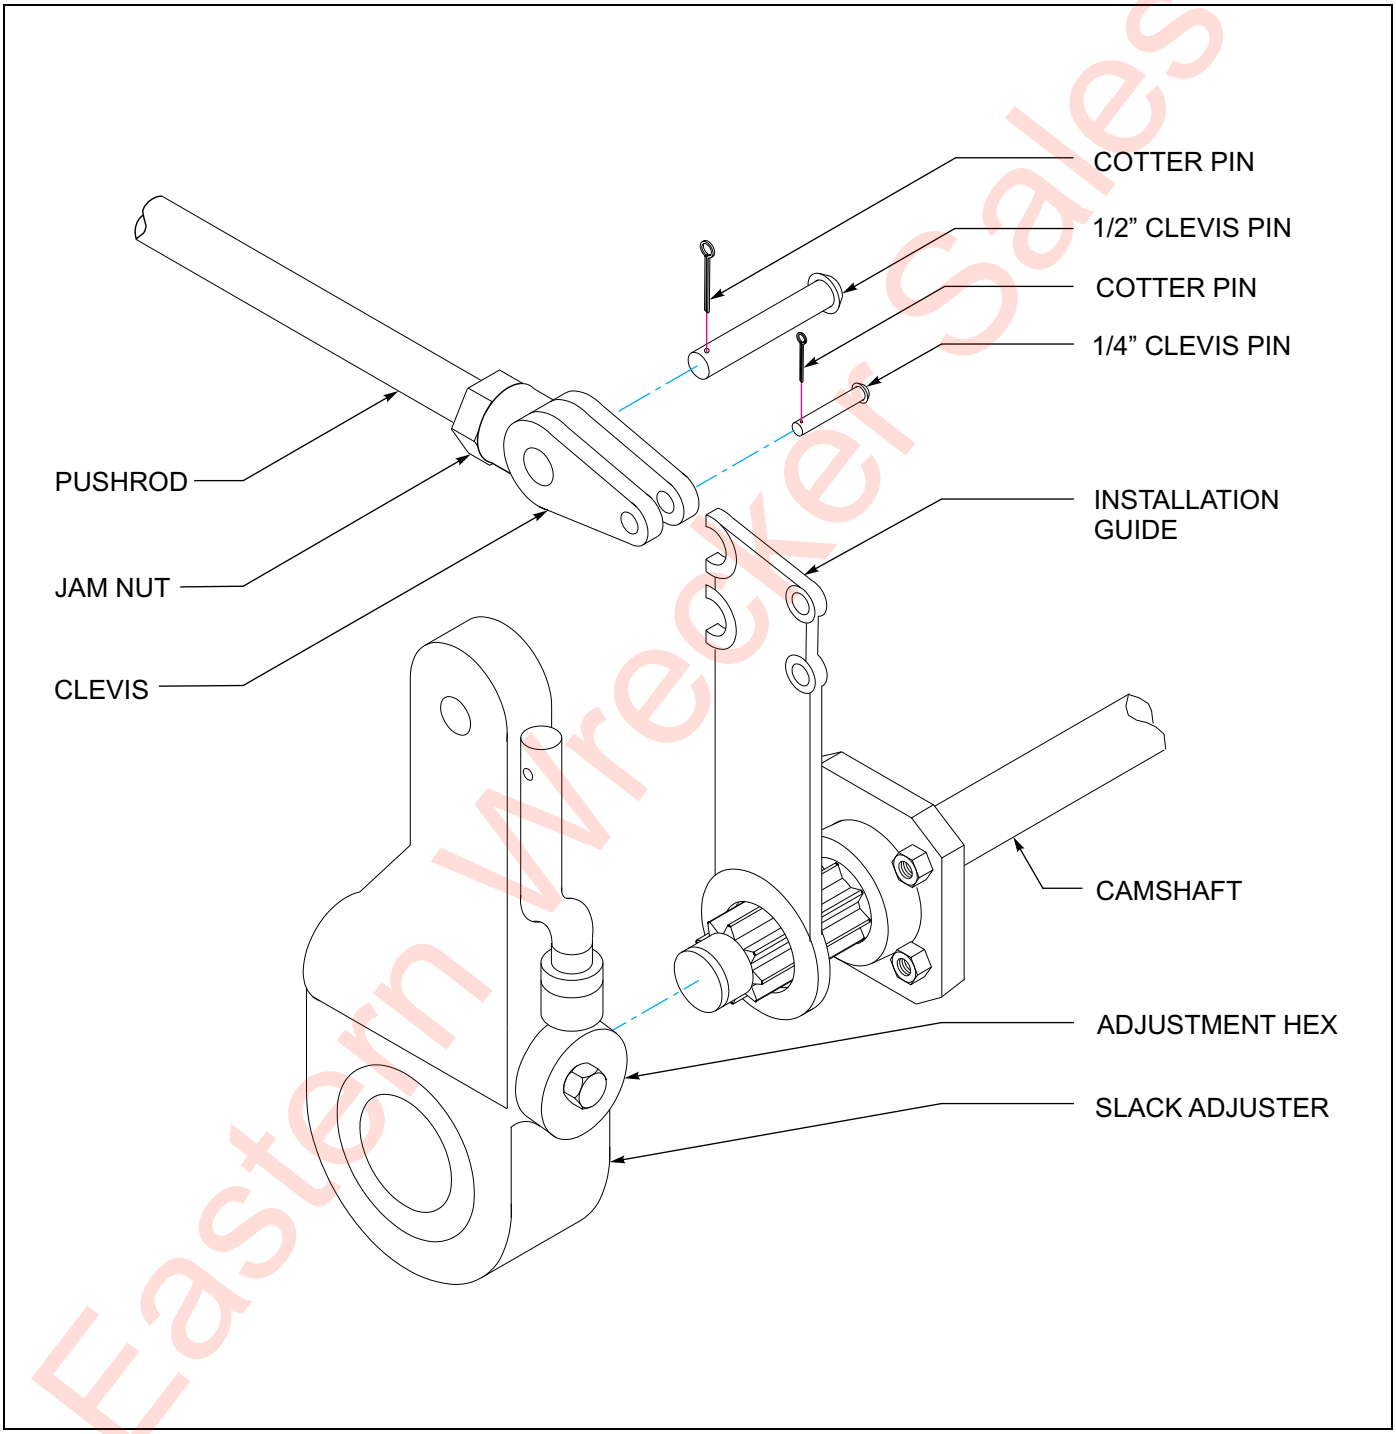

Figure 4-12: Slack Adjuster
4. Disconnect the slack adjuster from the connecting rod by removing the clevis pin **(See Figure 4-12.)**
4. Remount the brake chamber on the axle brackets and reconnect the air service hoses and the slack adjuster connecting rod **(See Figure 4-12.)**
2. Check that the push rod is fully retracted, apply air to release spring brake **(See Figure 4-12.)**
3. Remove the existing slack adjuster and clevis - DO NOT REMOVE EXISTING JAM NUT **(See Figure 4-12.)**